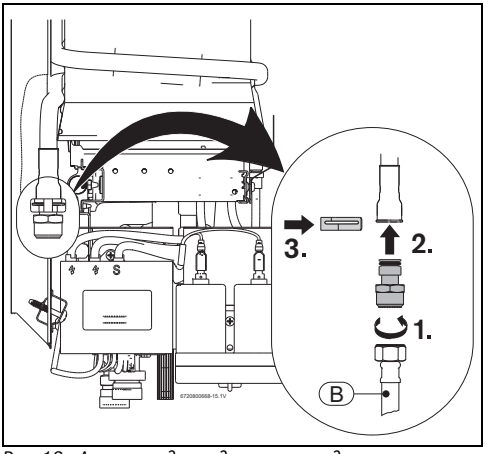

Рис. 13 Аксессуар для подключения воды
- ▶ Установите аксессуар для подключения воды (→ Рис. 13).